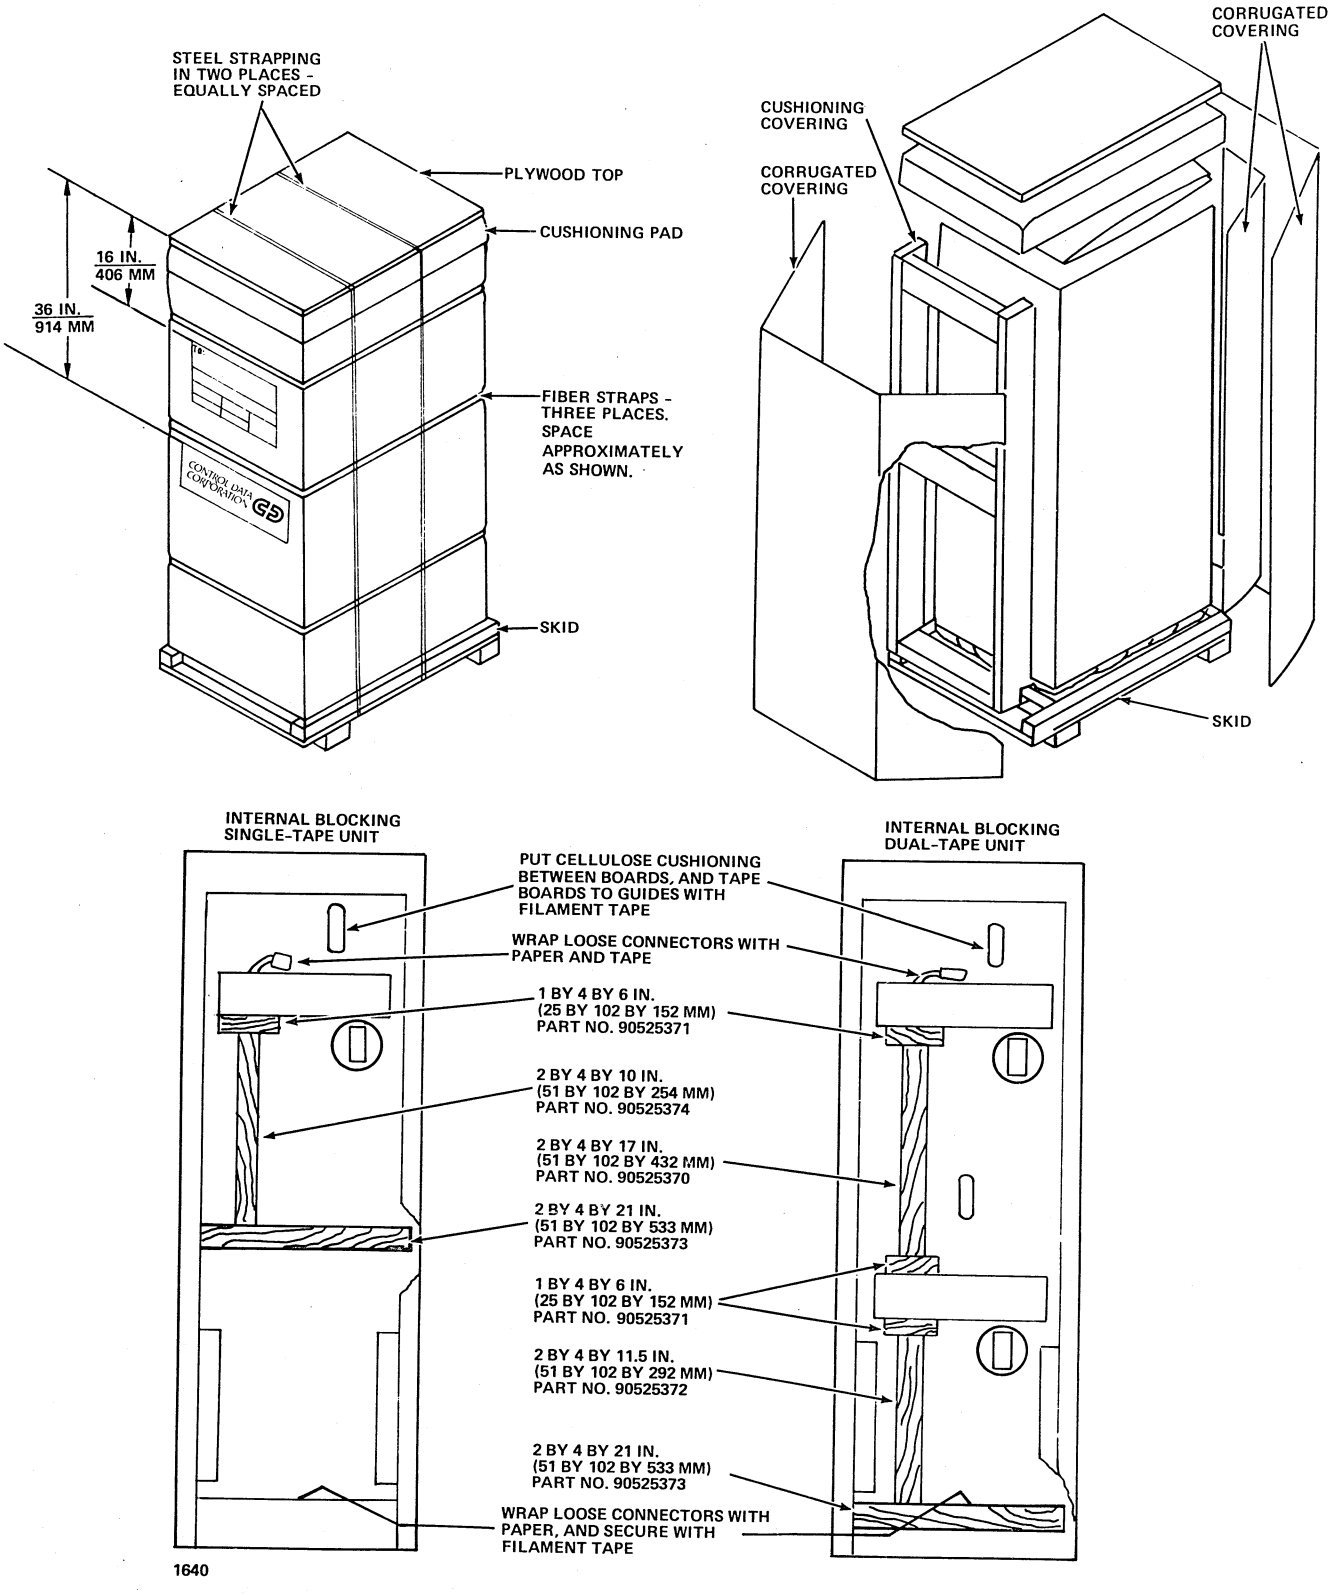

Figure 23-3. Magnetic Tape Transport Cabinet Uncrating
Cabinets shipped with the magnetic tape transport subsystem already installed are uncrated using the following procedures. Refer to figure 23-3.
8. Open the cabinet doors and magnetic tape transport cover doors. Remove all wood blocking supports and cushioning material, as shown in figure 23-3.